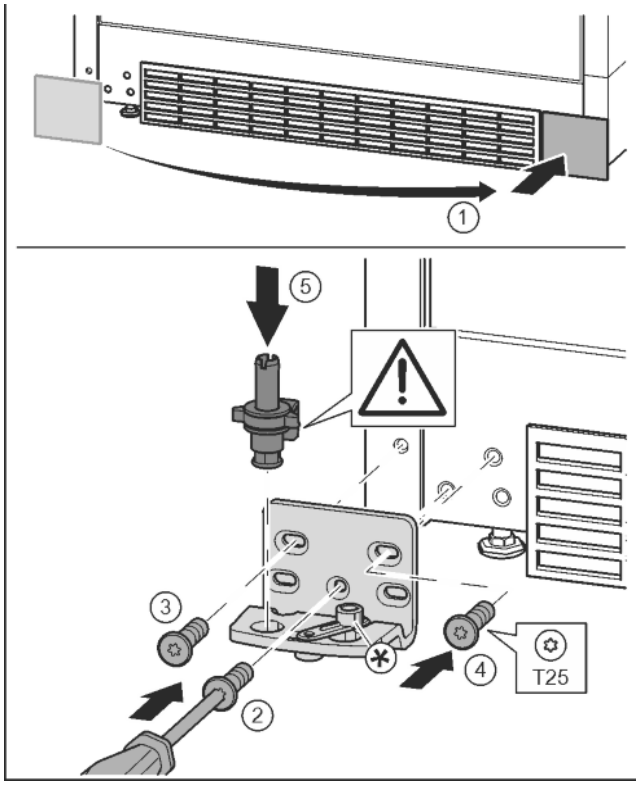

Fig. 17
- ▶ Снять крышку и поставить с другой стороны. *Fig. 17 (1)*
- ▶ Установить опорный кронштейн с другой стороны и прикрутить с помощью отвертки T25. Начинать с винта 2 в центре. *Fig. 17 (2)*
- ▶ Затянуть винты 3 и 4. *Fig. 17 (3, 4)*
- ▶ Снова установить опорный палец в сборе. При этом следить за тем, чтобы выступ фиксатора был направлен назад. *Fig. 17 (5)*